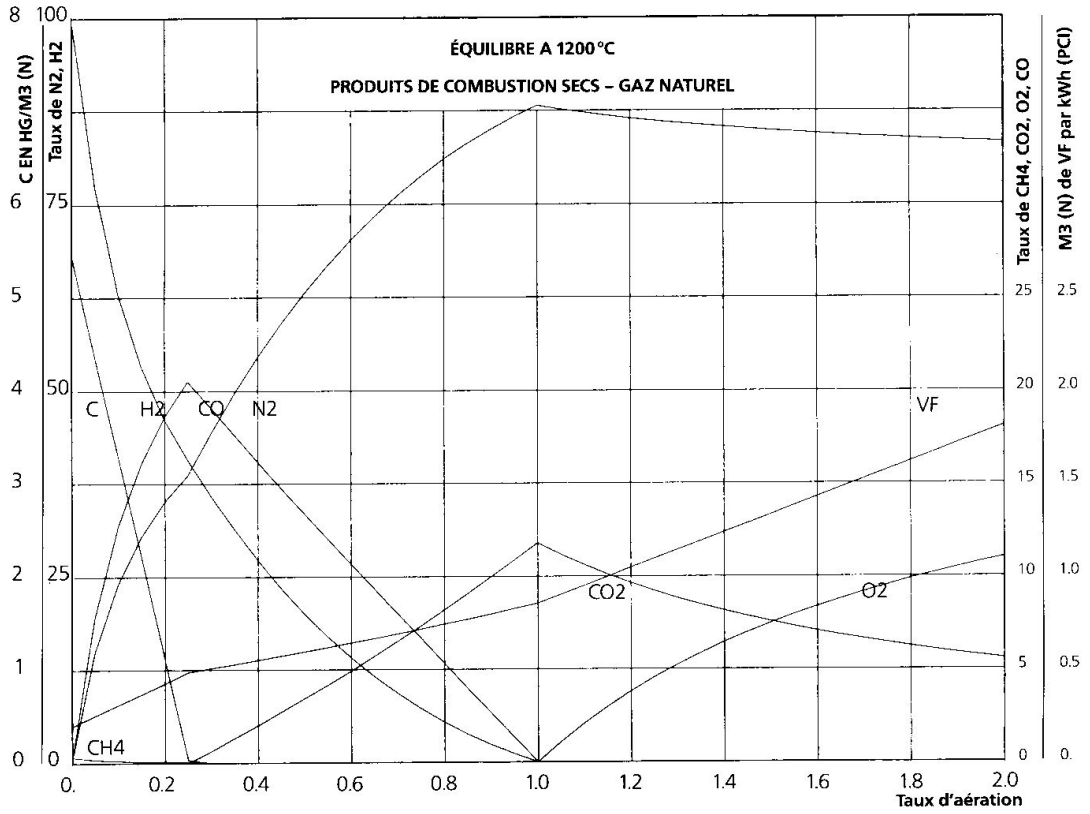

FIGURE 1 – diagramme d'équilibre sec d'un gaz naturel.
Des tables et des diagrammes sont publiés pour chacun des principaux gaz combustibles. On voit dans la figure 1 [10] la composition des fumées « sèches » d'un gaz naturel en fonction du taux d'aération. On voit qu'il suffit, si on dispose d'un analyseur de gaz, de mesurer la teneur d'un gaz pour se situer dans le diagramme, connaitre la teneur des autres gaz et le taux d'aération. Ça sera, par exemple O_2 en oxydation et CO en réduction.
10. les figures 1 à 3 sont extraites de « Combustibles Gazeux et Principes de la Combustion, GAZ de FRANCE, direction de la recherche ».